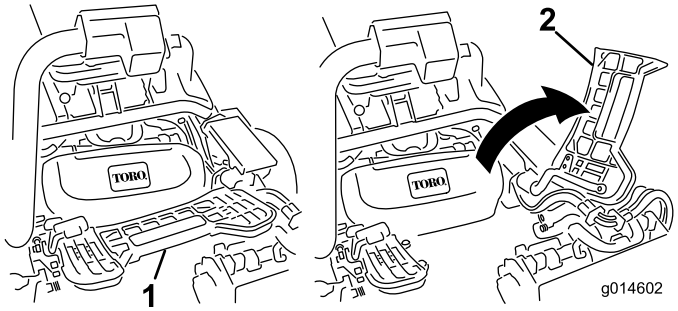

Figur 34
2. Hæv fodstøtten og vip den åben, så du får adgang til den midterste klippeenheds position (Figur 34).